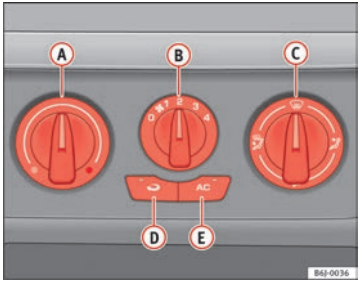

Fig. 93 Air conditioning controls on the dash panel
– Using the controls ⇒ fig. 93 (A) and (C) and with the switch (B) you can adjust the temperature, the air distribution and the blower speed.
– To switch a function on or off, press the appropriate button (D) or (E). When the function is activated, a red warning light on the button is turned on.
– Close outlets (3)
– Open and turn outlets (4) towards side windows